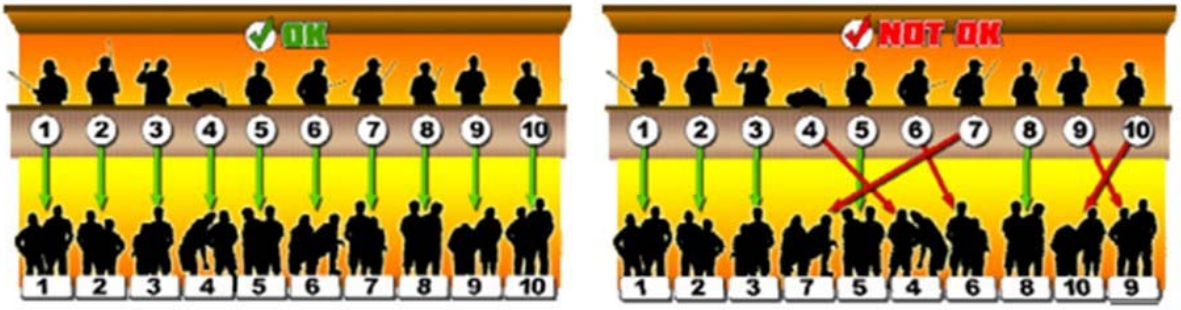

Figura 6: Disposizione corretta dei Piloti e dei Meccanici nel palco
4.9.11 Prima della partenza della Finale A di ciascuna categoria, il Direttore di Gara chiamerà i Piloti in ordine di partenza, il pilota dovrà salire sul palco e scegliersi il posto di maggiore preferenza per la sua guida, successivamente, i Meccanici (o Meccanico) ad esso associato, dovranno occupare, ove possibile, la casella della corsia dei box di rifornimento corrispondente e situata sotto al Pilota. Per una maggiore chiarezza di esposizione si faccia riferimento alla Figura 6.